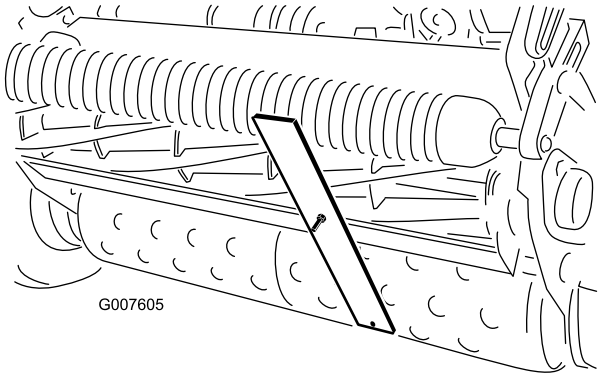

Bild 43
4. Haken Sie den Schraubenkopf an die Schnittkante des Untermessers ein, und stützen Sie das hintere Ende der Leiste auf der Heckrolle ab (Bild 43).